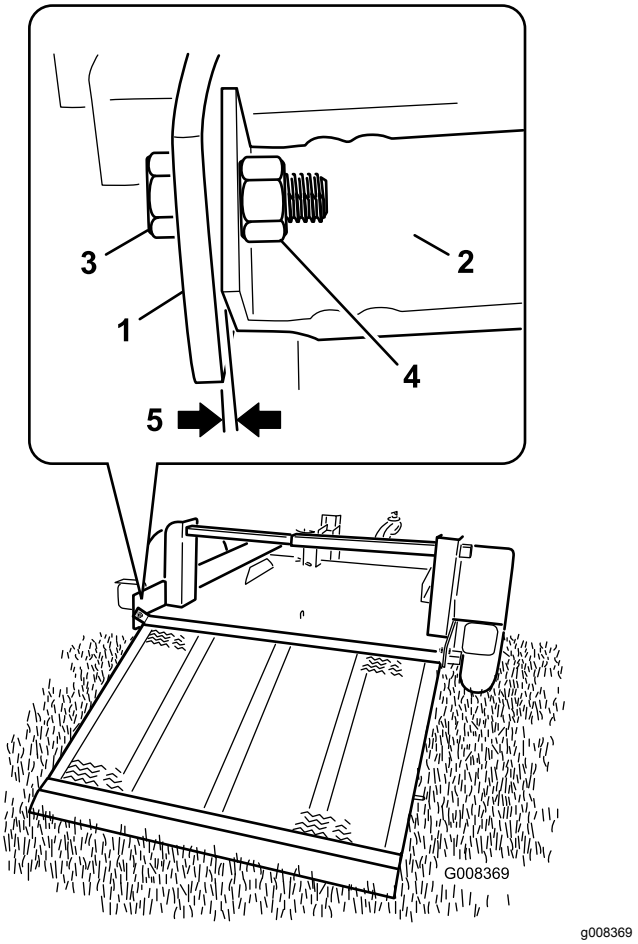

Figure 9
2. With the help of another person, place the ramp into position at the end of the trailer bed. Use a bolt (1/2 x 1-1/2 inches) and a nut (1/2 inch) at each hinge to attach the ramp to the trailer bed (Figure 9).